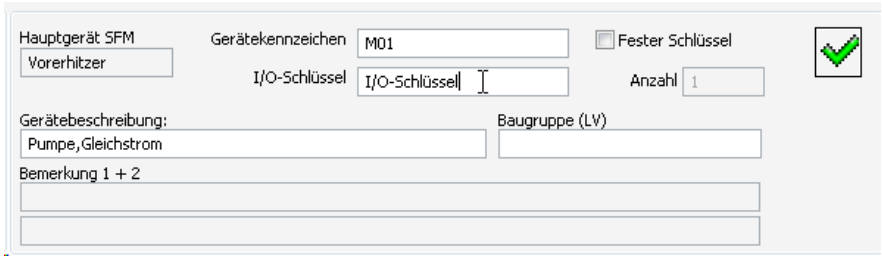

Bild 24.42 – Konfiguration des I/O-Schlüssels
- indem Sie einen Doppelklick auf das betreffende Gerät im Automationsschema ausführen, hier die Pumpe *M01* des Vorerhitzers (vgl. Abb. 24.19, Pfeil). Das Dialogfeld *Bearbeiten* erscheint. Wechseln Sie zur Rubrik *Funktionsliste* (Abb. 24.42).